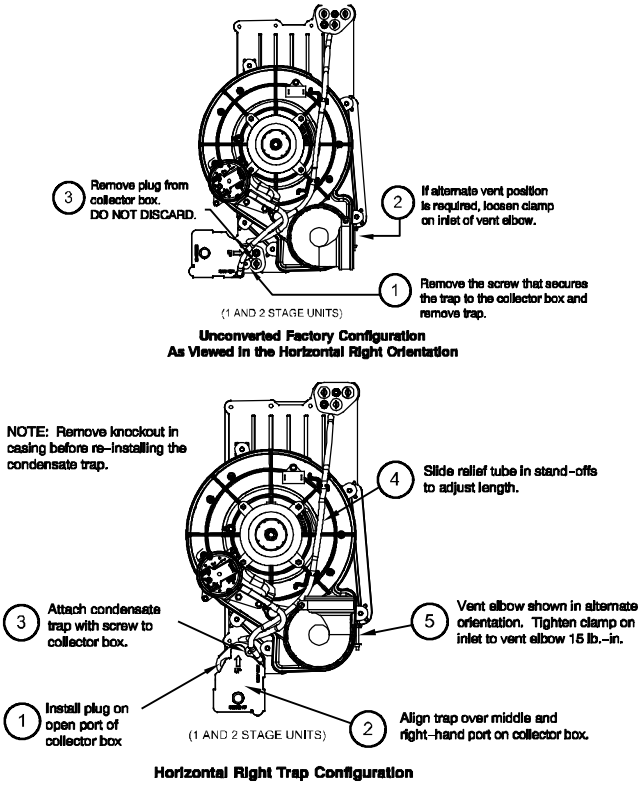
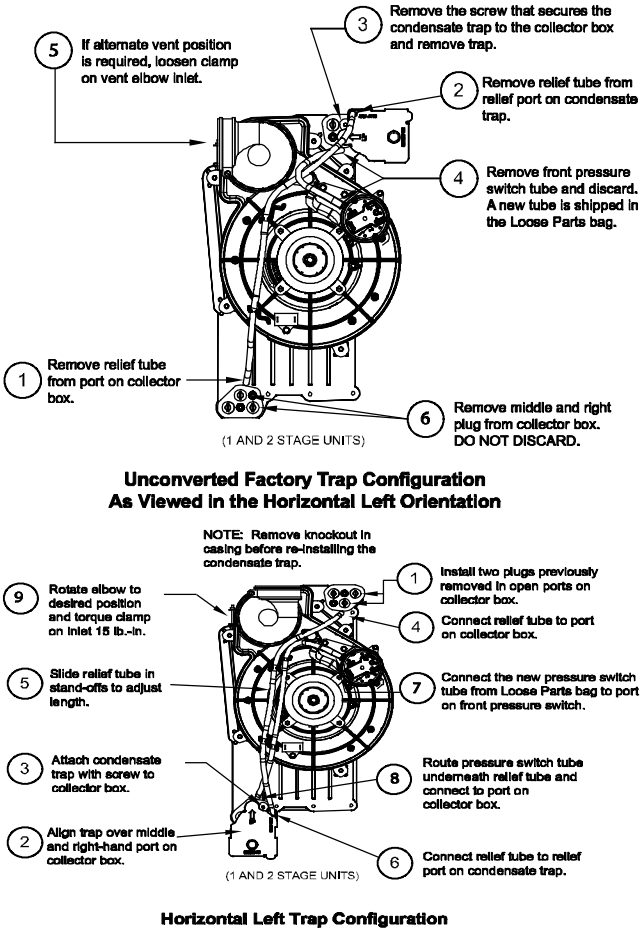

Fig. 10 - Horizontal Right Trap Configuration (Appearance may vary)
Fig. 11 - Horizontal Left Configuration (Appearance may vary)
When the furnace is installed in the horizontal right position, the condensate trap will be initially located at the bottom of the collector box, as received from the factory. See the top image in Fig. 10. When the furnace is installed in the horizontal left position, the condensate trap will be initially located at the top of the collector box, as received from the factory. See the top image in Fig. 11. In both cases the trap must be repositioned on the collector box for proper condensate drainage. See the bottom images in Fig. 10 and 11.
- Fig. 10 shows the condensate trap and tubing before and after relocation in the horizontal right position.
- Fig. 11 shows the condensate trap and tubing before and after relocation in the horizontal left position.